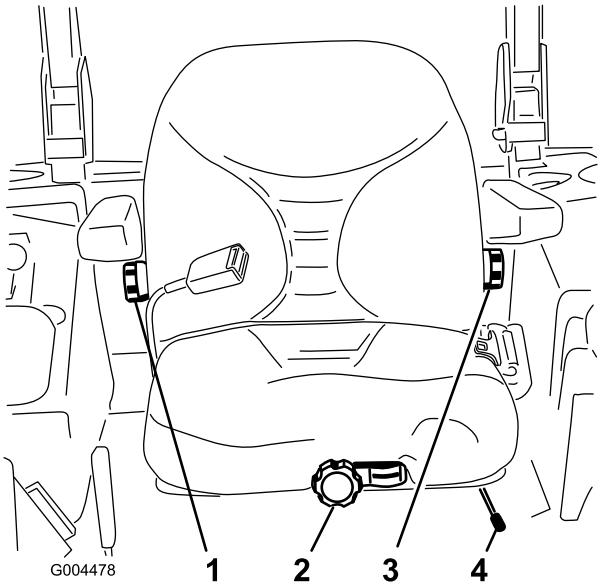

Figur 31
1. För spaken i sidled för att låsa upp sätet och justera det (Figur 31).
Justera genom att vrida ratten framför i endera riktningen när du inte sitter på sätet för att uppnå bästa bekvämlighet (Figur 31).
Justera genom att vrida ratten under det högra armstödet i endera riktningen för att uppnå bästa bekvämlighet (Figur 31).
Justera genom att vrida vredet under det vänstra armstödet i endera riktningen för att uppnå bästa bekvämlighet (Figur 31).